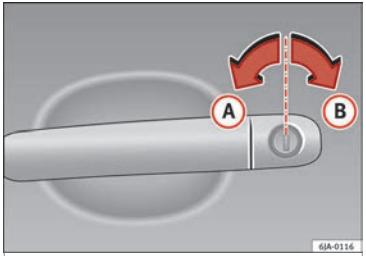

Fig. 120 Key positions during vehicle locking and unlocking.
– Turn the key in the driver door in the forward driving direction to its unlock position (A) ››› **Fig. 120**.
– Turn the key in the driver door lock cylinder in the reverse direction to its lock position (B) ››› **Fig. 120**.